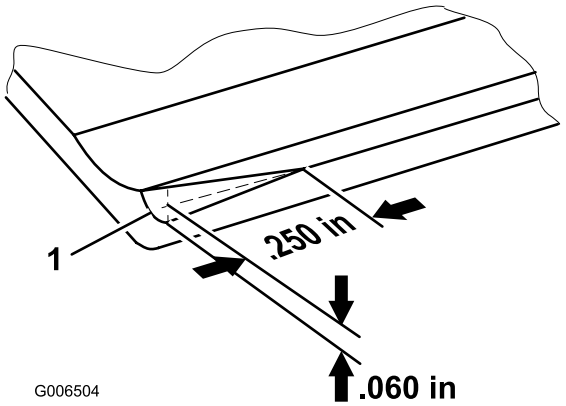

**Figuur 21**
**Opmerking:** Na verloop van tijd moet de schuinte (Figuur 21) worden bijgevijld, omdat deze slechts gedurende 40% van de levensduur van de snijplaat meegaat.